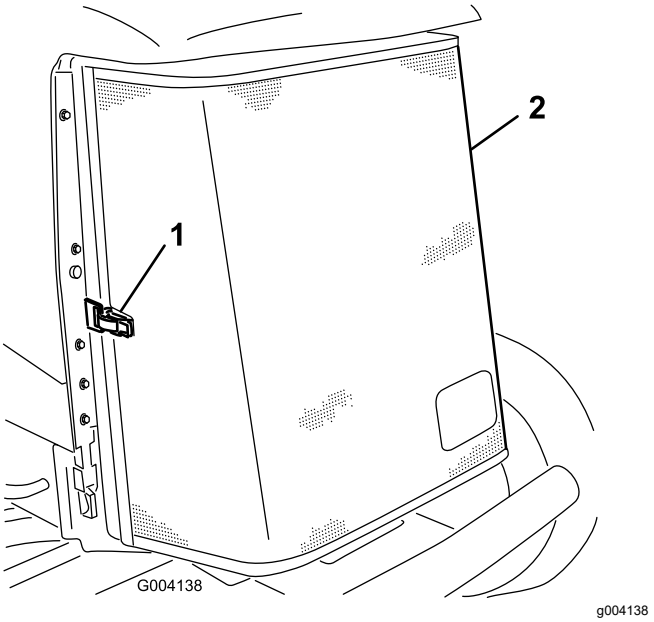

Рисунок 68
3. Откройте защелку и откиньте заднюю решетку (Рисунок 68).